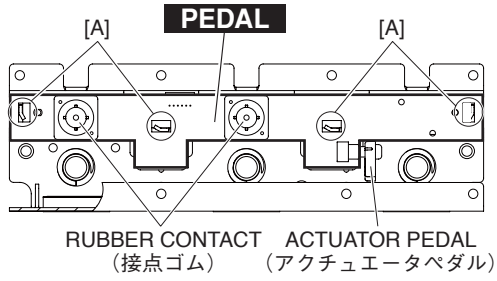

Fig. 13（図13）
20-6 Remove the two (2) rubber contacts (SOFT, SOSTENUTO) attached to the PEDAL circuit board. (Fig. 13)
20-7 Straighten the four (4) bent frame portions marked [A]. The PEDAL circuit board can then be removed. (Fig. 13)
20-8 Pull out the actuator pedal from the PEDAL circuit board. (Fig. 13)
20-6 PEDAL シートに取り付けられている接点ゴム（ソフト、ソステヌート）2 個を外します。(図 13)
20-7 [A] のフレーム折り曲げ部（4 箇所）をペンチ等で真直ぐに戻して、PEDAL シートを外します。(図 13)
20-8 PEDAL シートより、アクチュエータペダルを引き抜きます。(図 13)